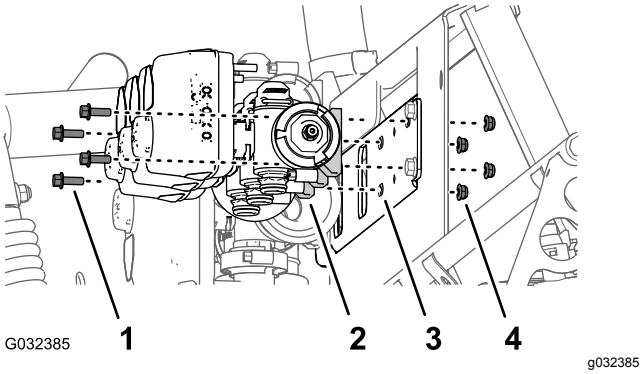

**Figur 60**
1. Afmonter de 2 flangehovedbolte (1/4 x 3/4 tomme) og 2 låsemøtrikker (1/4 tomme), der fastgør den højre bomsektionsventil til manifoldbeslaget (Figur 60).
2. Afmonter de 2 flangehovedbolte (1/4 x 3/4 tomme) og 2 låsemøtrikker (1/4 tomme), der fastgør den venstre bomsektionsventil til manifoldbeslaget (Figur 60).
3. Afmonter bomsektionsventilerne fra manifoldbeslaget, og læg ventilerne til side (Figur 60).